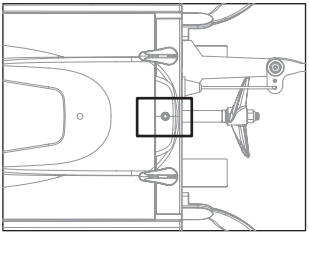
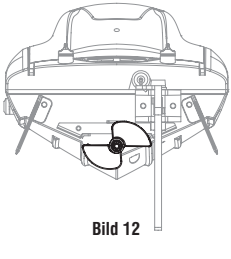

Bild 11
Bild 12
1. Nach dem Einschalten des Bootes muss zuerst das obere Deck mit dem Führungspin ausgerichtet und befestigt werden (Bild 11). Danach überprüfen Sie die Drehrichtung des Propellers (Bild 12). Ziehen Sie den Gashebel am Sender langsam zurück, wird sich der Propeller gegen den Uhrzeigersinn drehen. Drücken Sie den Gashebel langsam nach vorne, wird sich der Propeller im Uhrzeigersinn drehen.